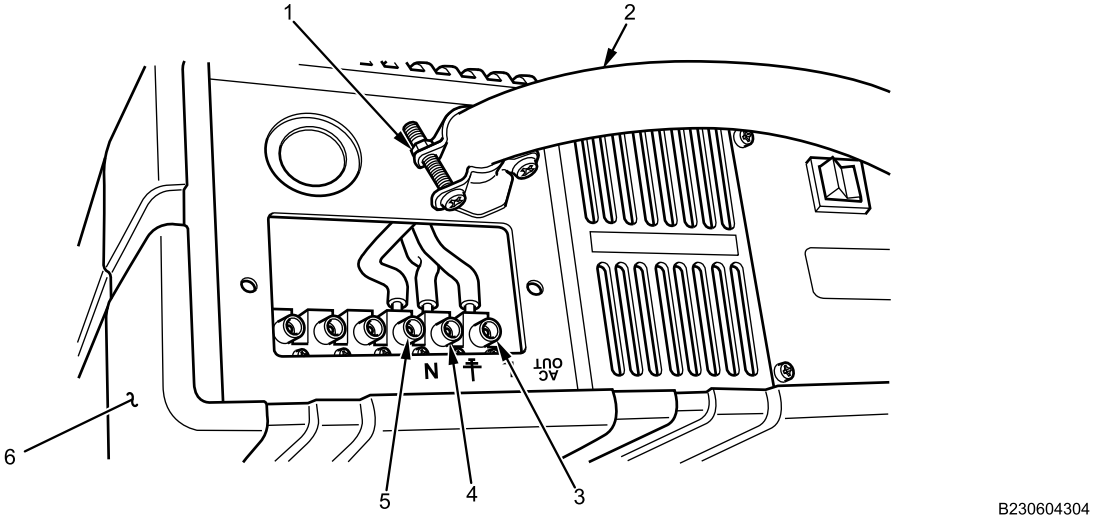

Figure 17. 110V Inverter Connections.
13. Insert harness (Figure 17, Item 2) in retainer on inverter (Figure 17, Item 6), and tighten screws (Figure 17, Item 1) on retainer securely.
a. GREEN wire to center ground terminal (Figure 17, Item 4).
b. WHITE wire to N terminal (Figure 17, Item 5).
c. BLACK wire to L terminal (Figure 17, Item 3).